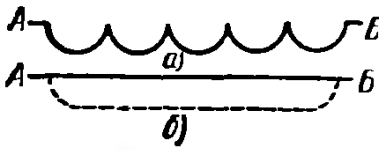

Рис. 45.
5) закруглить концы желобков (рис. 45, а и б).